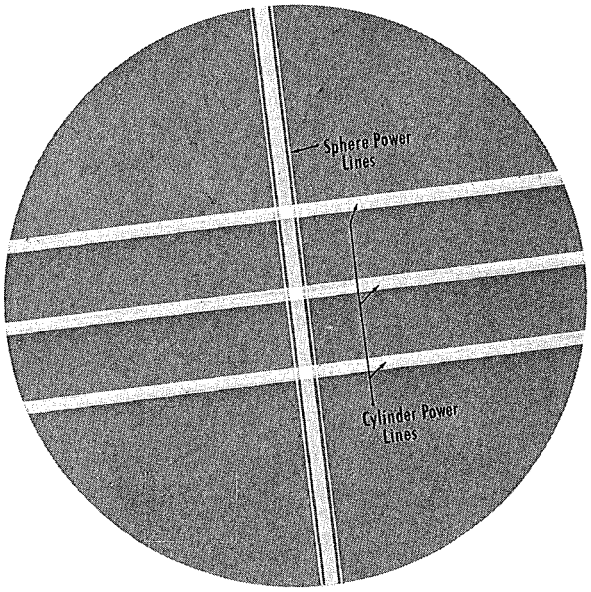

Figure 3
1. While looking into the eyepiece, rotate the power wheel (21) either away from you or towards you as required until the bright-line target comes into sharp focus. If all of the lines of the target come into focus at the same time, the lens is a simple sphere. (See Figure 3)
2. Read the power of the lens on the power wheel (21). The red portion indicates minus - the black portion indicates plus. The scale is divided into 0.12 diopter steps up to plus and minus 3 diopters and in 0.25 diopter steps up to plus and minus 20 diopters.